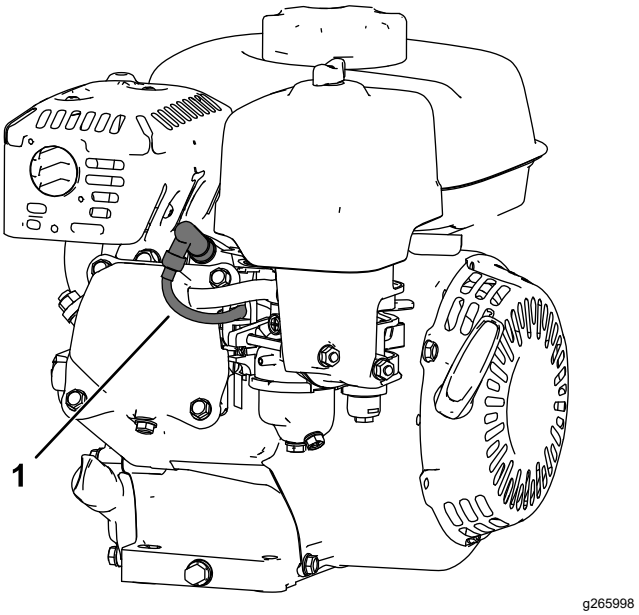

**Figuur 23**
5. Maak de bougiekabel los (Figuur 23).